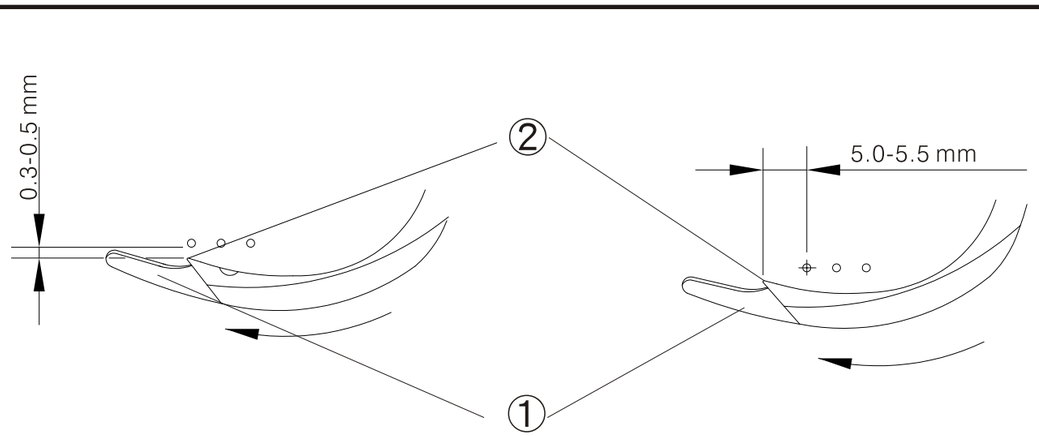

Fig. 15
1. Cuando el distribuidor se mueva de derecha a izquierda, la punta del enganchador de hilo 2 esta a 0.3-0.5 mm de la aguja izquierda. Cuando el distribuidor se mueva al punto muerto izquierdo, la punta del enganchador de hilo 2 esta a 5.0-5.5 mm del centro de la aguja izquierda. (Fig.15)